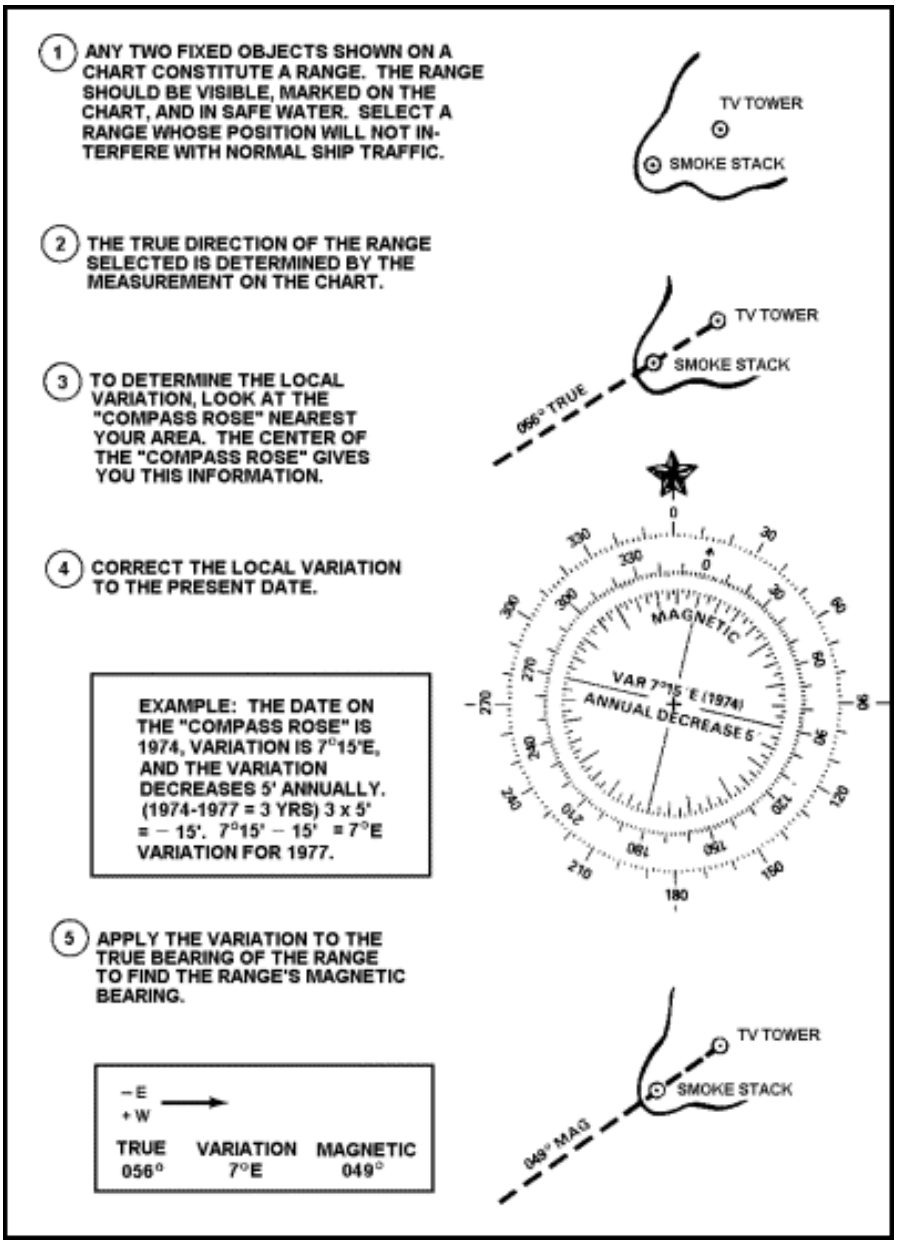

Figure 6-6. How to Determine Deviation of the Compass by a Range
- **Determine deviation of the magnetic compass by a range.** Figure 6-6 shows how to determine deviation of the compass by a range.